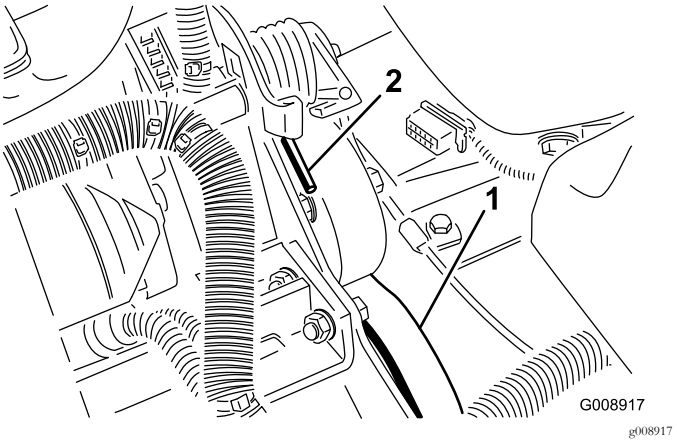

Figur 72
2. Tryk ned og fremad på fjederenden (Figur 72) for at løsne den fra konsollen og løsne spændingen på fjederen.